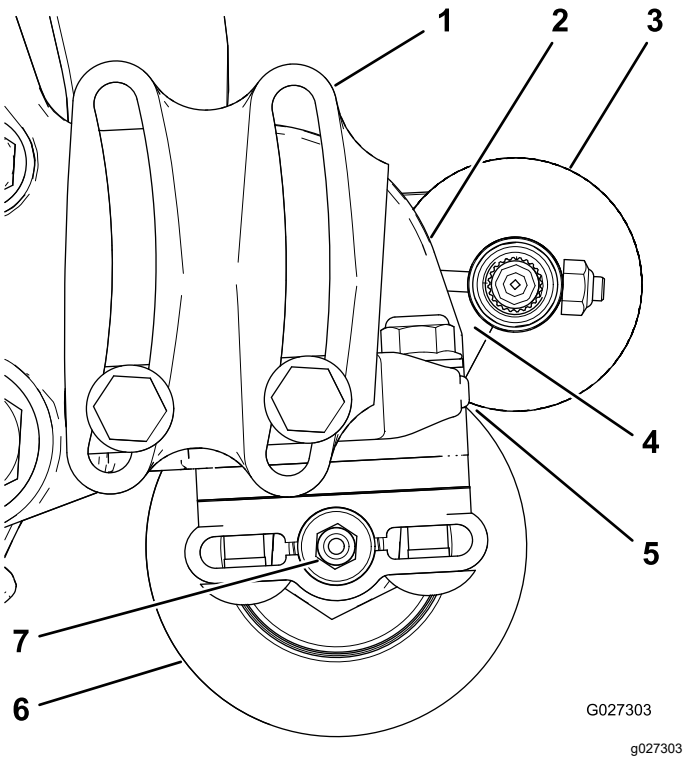

Figur 14
2. Plasser valsebørsten slik at den bare berører eller hviler på den bakre valsen (Figur 14).